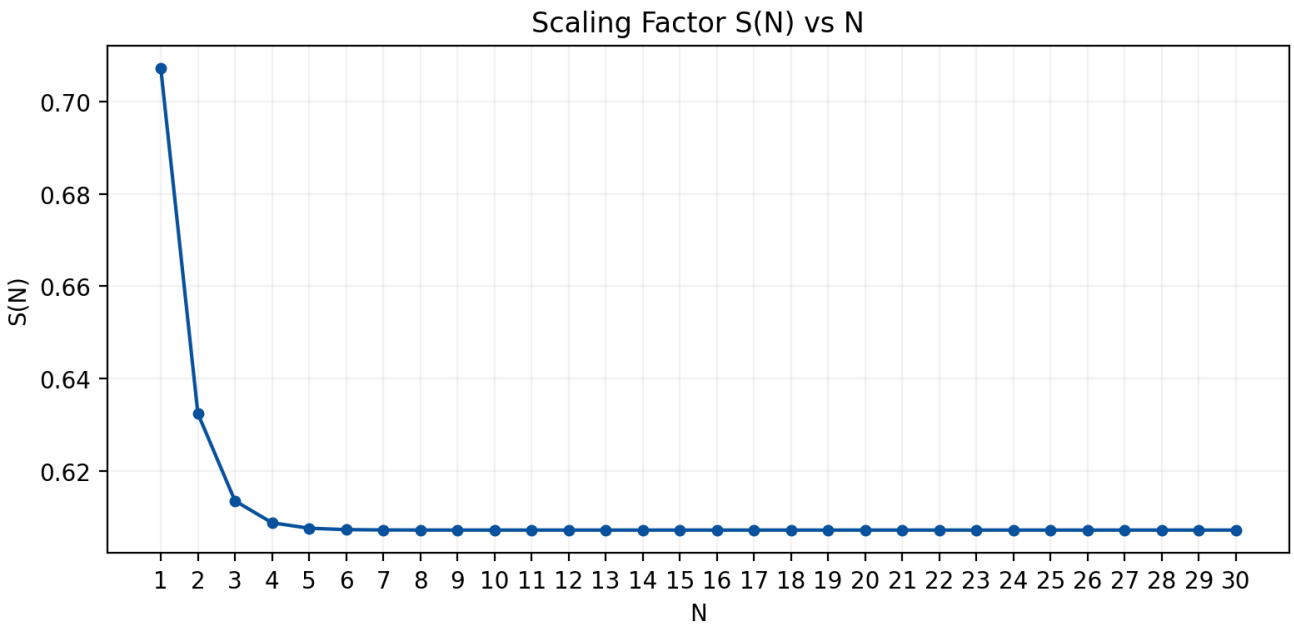
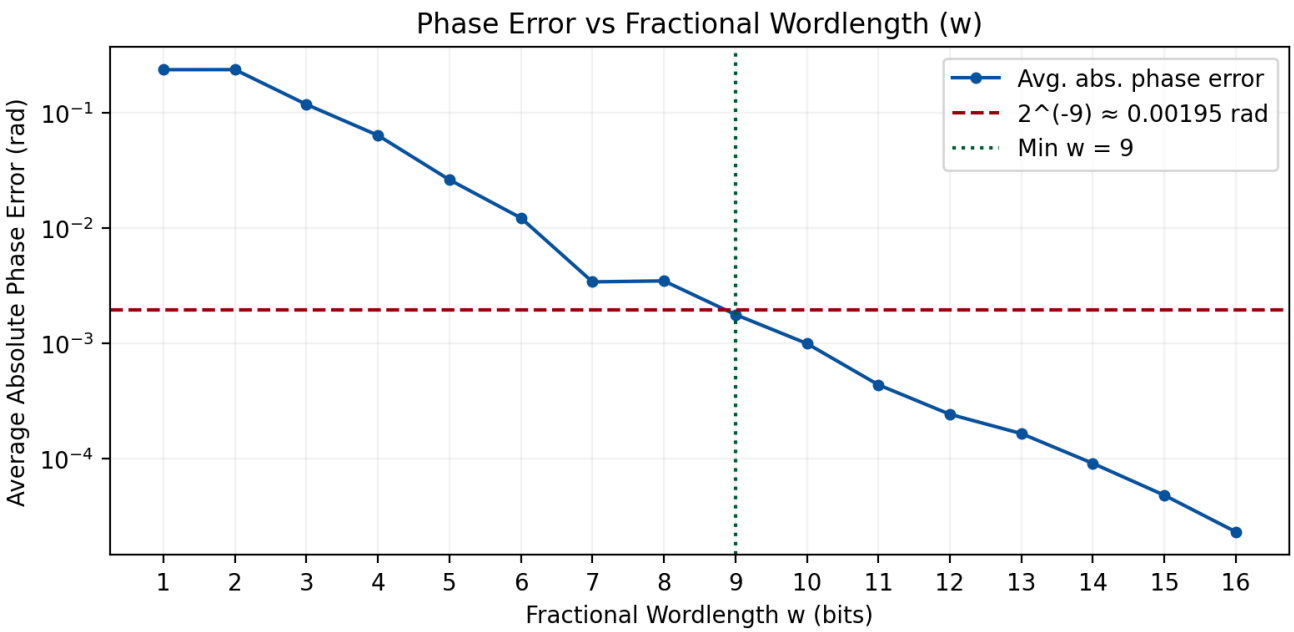

Figure 1.1: Scaling Factor $S(N)$ versus Number of Micro-Rotations N for $N = 1 \ldots 30$
Figure 2.1: Average Absolute Phase Error versus Fractional Wordlength w
From Figure 1.1, we can observe that after more than 4 micro-rotation iterations, S(N) saturates at approximately 0.6, implying that the scaling factor K(N) accumulated through micro-rotations converges to roughly 1.6. Therefore, in addition to the minimum of 9 fractional bits required as indicated by Figure 2.1, one integer bit and one sign bit must also be included, **bringing the total fixed-point representation to 11 bits.**